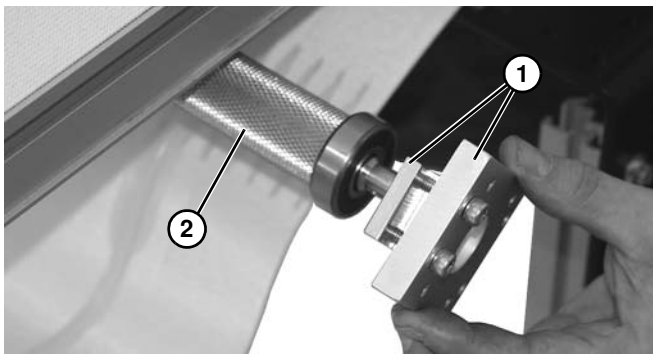

Figure 75
6. Séparer les blocs de montage **(Figure 75, élément 1)** de la broche **(Figure 75, élément 2)**.